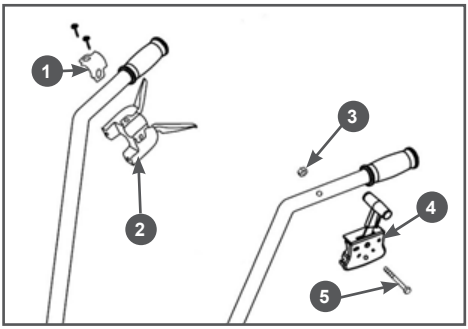

Рис. 8 Установка кронштейна рычагов включения переднего и заднего хода и рычага газа
7. Установите на правую рабочую рукоятку кронштейн 2 с рычагами включения переднего и заднего хода (Рис. 8). Для этого выполните следу-
ющее: открутите два винта крепления скобы и снимите скобу 1 крепления с кронштейна рычагов включения переднего и заднего хода. Установите кронштейн 2 снизу на правую рабочую рукоятку, а сверху приложите скобу крепления 1 (Рис. 8). Совместите отверстия в кронштейне и скобе и закрутите винты крепления, не затягивая их. Отрегулируйте положение кронштейна на рабочей рукоятке так, чтобы правой рукой было удобно по очереди нажимать и на рычаг включения переднего и на рычаг включения заднего хода. После окончательной регулировки плотно затяните винты крепления скобы (Рис. 8).
8. Установите на левую рабочую рукоятку рычаг 4 газа (Рис. 8). Для установки рычага 4 газа выполните следующее: совместите отверстия в левой рабочей рукоятке и корпусе рычага 4 газа, вставьте в отверстие болт 5 и закрутите гайку 3 до упора (Рис. 8).